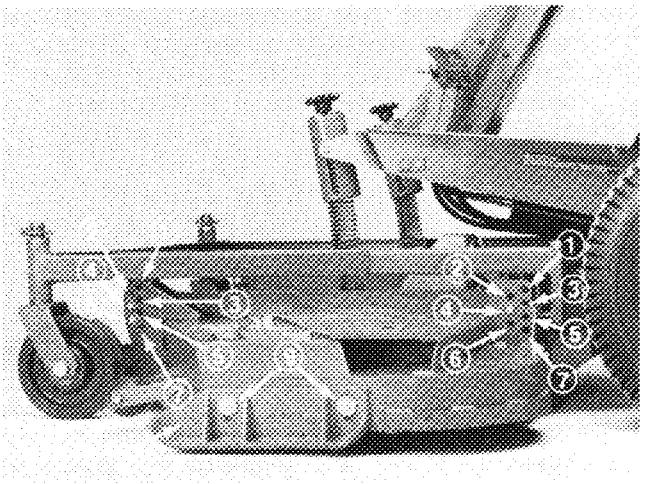

Figure 15
The height-of-cut is adjustble from 1 to 4 inches (25 to 102 mm) in 1/2 inch (13 mm) increments by relocating four clevis pins in different hole locations in brackets at each corner of the cutting unit (Fig. 15).
2. Adjust skid by loosening flangenuts, positioning skid as desired, and retightening flangenuts (Fig. 15).